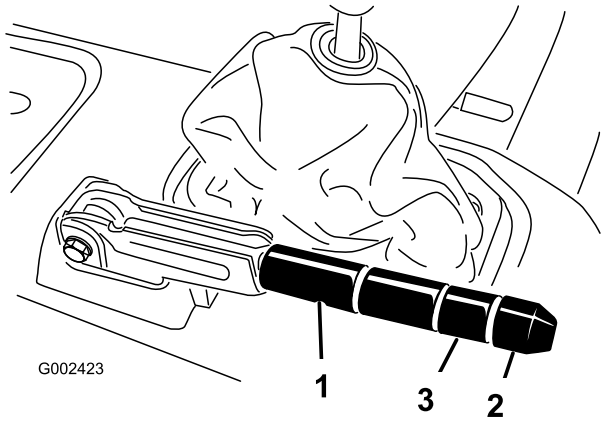

Figur 61
2. Løsn sætskruen, der holder skruen fast til parkeringsbremsehåndtaget (Figur 61).